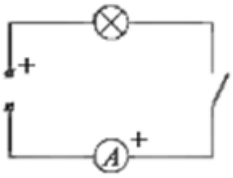

Рис. 3
3. Нарисуйте в тетради схему электрической цепи, изображенной на рис.3. Соберите эту электрическую цепь. Запишите показания амперметра рядом с нарисованной схемой 3.